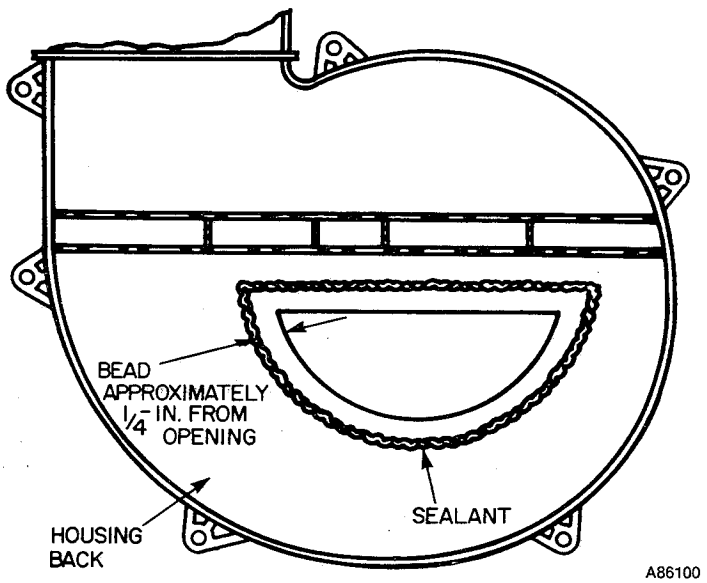

Figure 1—Backside of Inducer Assembly Housing
9. Apply 1/8- to 3/16-inch diameter continuous bead of RTV sealant around inlet opening of inducer housing. See Figure 1. Do not allow sealant to set more than 10 minutes before installation.